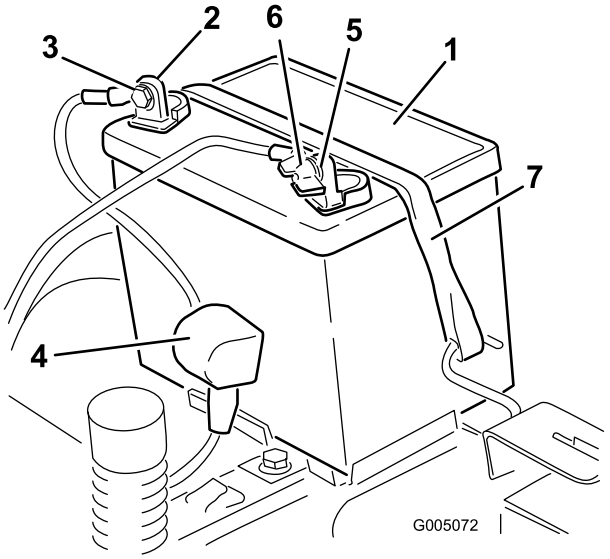

Figur 46
4. Lossa den jordade minuskabeln (svart) från batteripolen (Figur 46). Spara alla fästelement.
5. Dra upp gummihöljet på pluskabeln (röd). Lossa pluskabeln (röd) från batteripolen (Figur 46). Spara alla fästelement.
6. Ta bort batteriets låsfäste (Figur 46) och lyft ur batteriet ur batterilådan.
1. Placera batteriet i lådan (Figur 46).
5. Fäst batteriet med låsfästet (Figur 46).